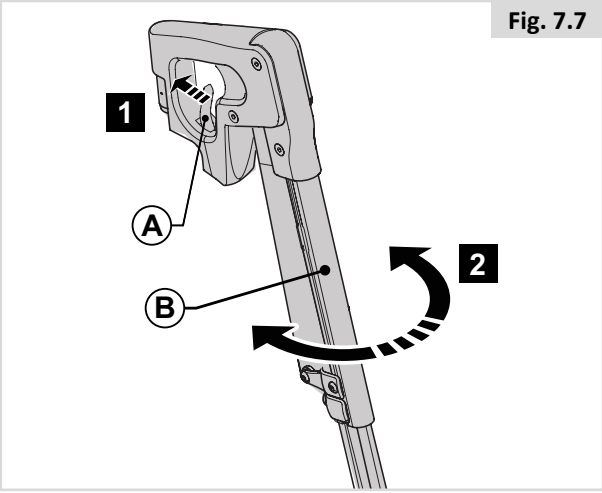

Fig. 7.7
7.6 Swing away legrests (Fig. 7.7)